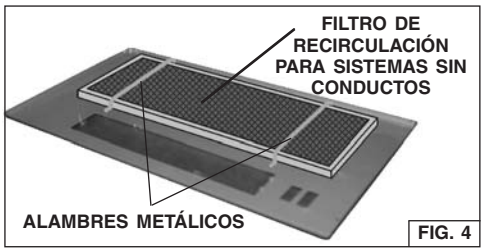

FIG. 4
2. Instale el filtro de recirculación para sistemas sin conductos sobre el filtro para grasa y asegúrelo con los alambres metálicos incluidos con el filtro de recirculación (Fig. 4).
2. Retire los alambres metálicos (Fig. 4) y reemplace el filtro de recirculación para sistemas sin conductos.